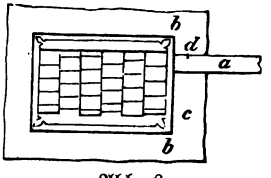

Abb. 6.
Ist kein guter Zirkel da, so kann man sich dadurch helfen, daß man einen Papierstreifen *a* (Abb. 6) nimmt, denselben mit einem Ende an die gedruckte Einfassungslinie *bb* anlegt und in der Breite, welche der weiße Rand haben soll, einen Punkt *d* macht, welcher zugleich auf dem Kalenderrand sichtbar sein muß, dann überträgt man dasselbe Maß an einer andern Stelle, z. B. *c*, macht dort auch einen Punkt und verfährt so an allen vier Seiten. Hierauf werden, wenn man sich nicht getraut, die Ränder mit dem Messer abzuschneiden, in der Richtung der Punkte Linien gezogen, nach welchen dann mit einer Schere geschnitten werden kann. Aber nur selten werden die Schnitte mit der Schere so gut, als mit dem Messer. Daher sucht man sich auf dem Schneidebrett eine recht glatte Stelle, legt das Blatt, welches vorher genau abgestochen war, darauf und bringt auf dieses das Lineal so, daß dasselbe vermittelst der linken Hand das Blatt festhält. Ehe nun mit dem Messer abgeschnitten wird, muß noch einmal nachgesehen werden, ob das Lineal (aber nicht mit der abgeschrägten Seite)
3) Es kann eine Landkarte ꝛc. auch so aufgezogen werden, daß man dieselbe gleich, wie sie ist, d. h. nicht zugeschnitten, auf ein ebenso unvorbereitetes Stück Pappe klebt und diese dann, nachdem die Arbeit recht trocken geworden ist, in der vorher angegebenen Weise zurecht schneidet. Man verfährt dabei genau so, wie früher, und mißt entweder mit dem Zirkel von den gedruckten Einfassungslinien aus den Rand gleichbreit ab, oder mit einem Streifen Papier, welches häufig sicherer und bequemer ist (vgl. Abb. 6). Ist dies geschehen, so öffnet man den Zirkel so weit, als die Breite der Einfassung aus buntem Papier betragen soll. Hierauf legt man den einen Schenkel des Zirkels an die Kante der zugeschnittenen Karte ꝛc. und zieht den andern Schenkel, indem man den Zirkel schräg nach sich zu hält, am Rande